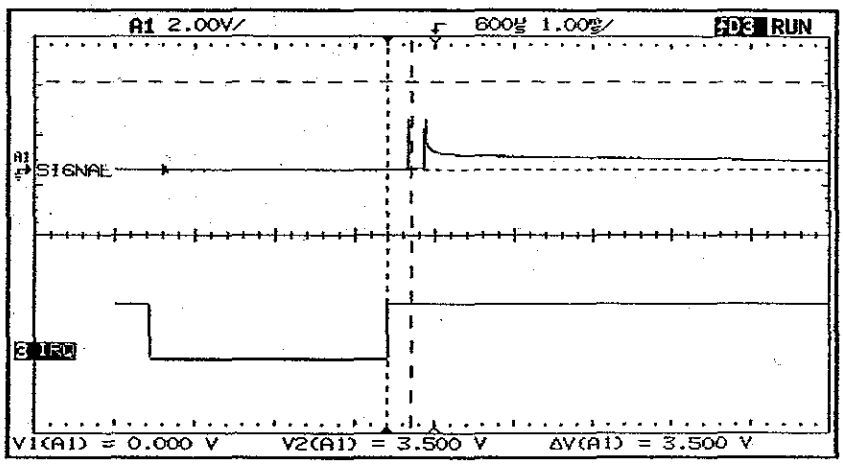

Figure 76
13. Place a disposable canister into the Monitor and close the display assembly onto the container cap. Verify that after ≈300µs from the rising edge of TP4, there is no ≈180µs pulse >3.5V. (see Figure 76)